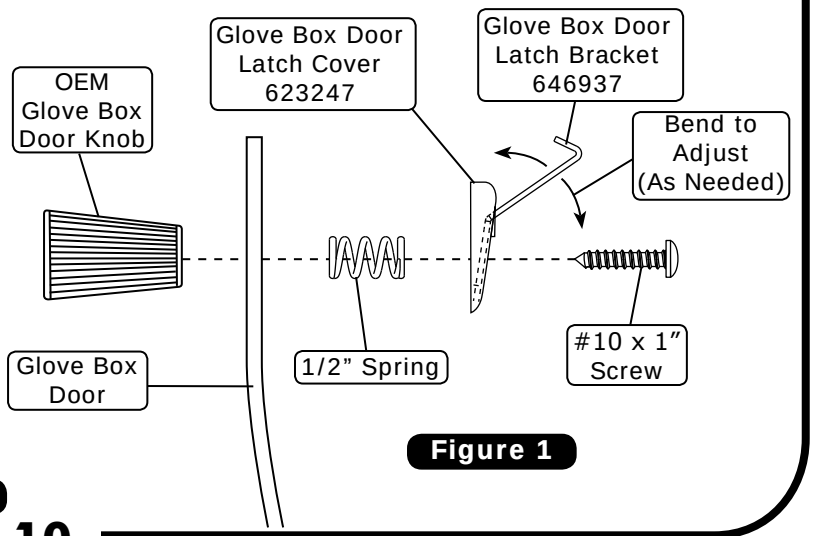

Figure 1
1. Remove the (2) glove box door springs located on each side of the glove box door (discard) (See Photo 1, below). **NOTE: There is (1) spring on each side.**
2. Remove the glove box door knob (retain) by removing (1) screw (discard) (See Photo 2, below).
3. Install the OEM knob onto the glove box door along with the glove box door latch bracket, spring and cover, and secure using a #10 x 1″ screw as shown in Photo 3 and Figure 1, below.
C. Proper fitment of the glove box door latch varies between year models. As a result, the latch may need to be adjusted by bending it forward or backward, allowing the door to close and latch securely (See Figure 1, below).